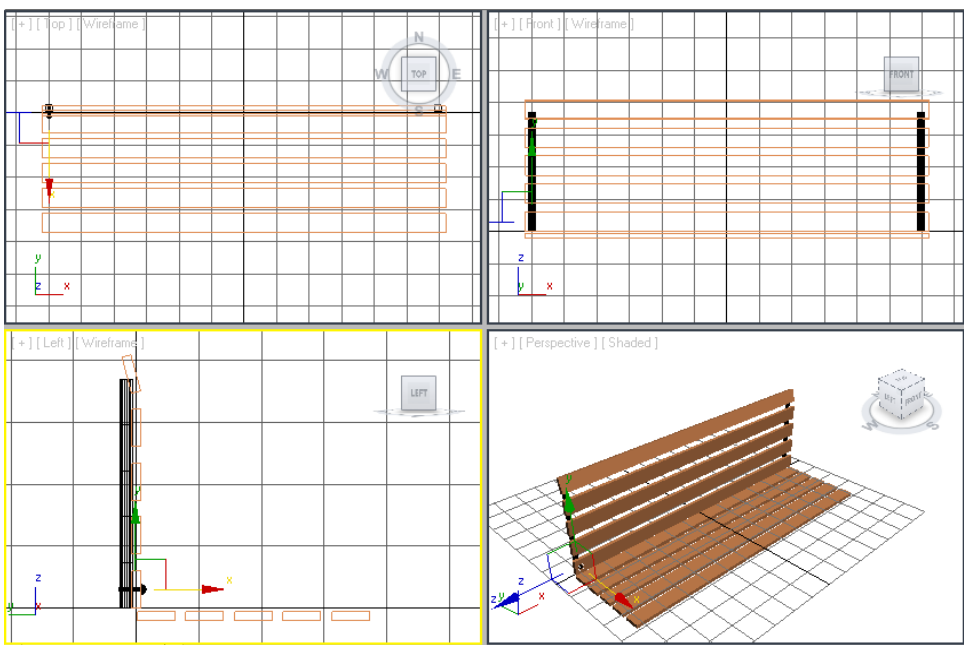

Figure 3-49 *Alignment of rivet001 with the horizontal back support*
3. Invoke the **Select and Move** tool and align *rivet001* with the *horizontal back support* in all viewports, as shown in Figure 3-49.